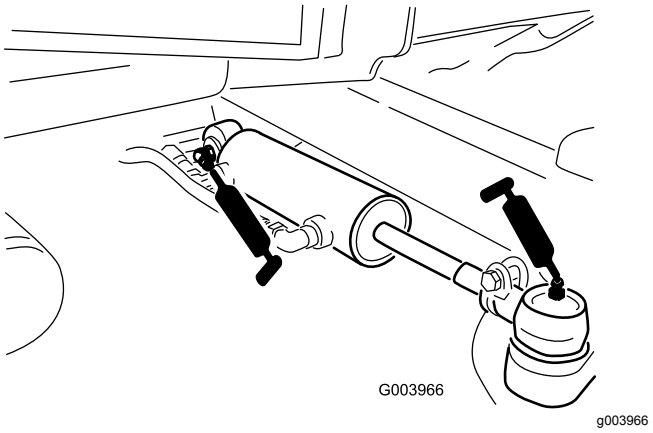

Figur 80
- Styrcylinderns kulleder (2) (Figur 80)